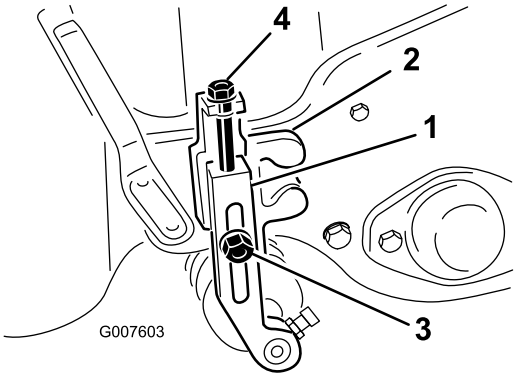

Figur 41
2. Lossa de låsmuttrar som håller fast klipphöjdsarmarna på klipphöjdsfästena (Figur 41).